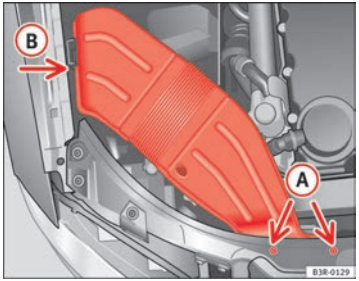

Fig. 188 Air duct on right side of vehicle
– Unscrew bolts (A) ⇒ fig. 188.
– Detach air duct from guide (B) and take it out. ■